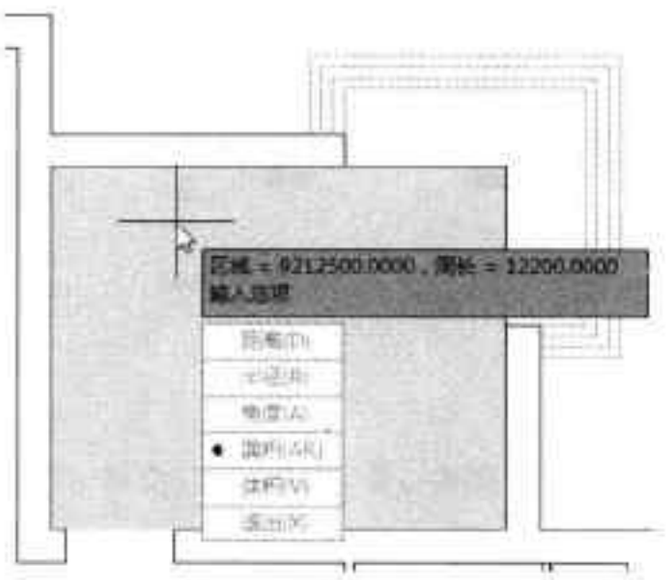

图4-76 计算卧室面积
Step10 执行“测量>面积”命令，根据命令行提示，计算出卧室面积，如图4-76所示。